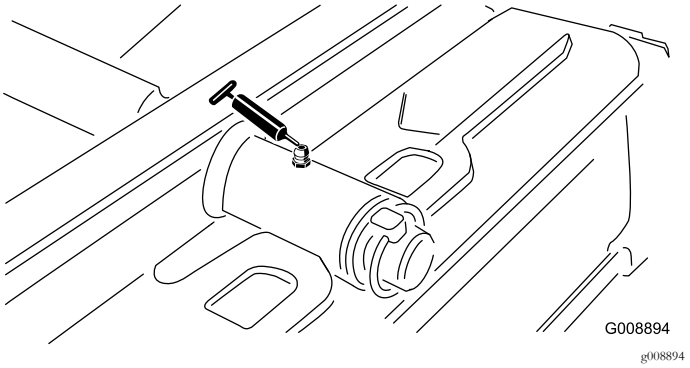

Figur 50
- Bakre klippeenhetsaksel (Figur 50)